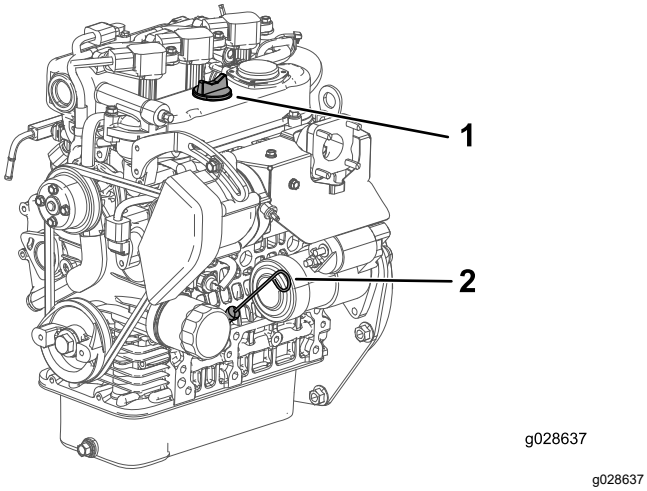

Figur 15
2. Ta ut oljestickan (Figur 15) och torka av den med en ren trasa.
3. Sätt ned oljestickan i röret och se till att den sitter fast ordentligt (Figur 15).
4. Ta ut oljestickan och kontrollera oljenivån (Figur 15).
5. Om oljenivån är låg tar du bort påfyllningslocket (Figur 15) och fyller på tillräckligt med olja så att nivån når upp till markeringen FULL på oljestickan.
6. Sätt tillbaka oljestickan så att den sitter ordentligt (Figur 15).